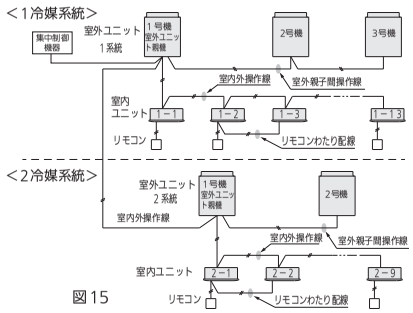

図15
■ 室内外操作線が複数系統に接続されて、1系統ごとに室内・室外ユニットの電源を入れることができる場合（図15）